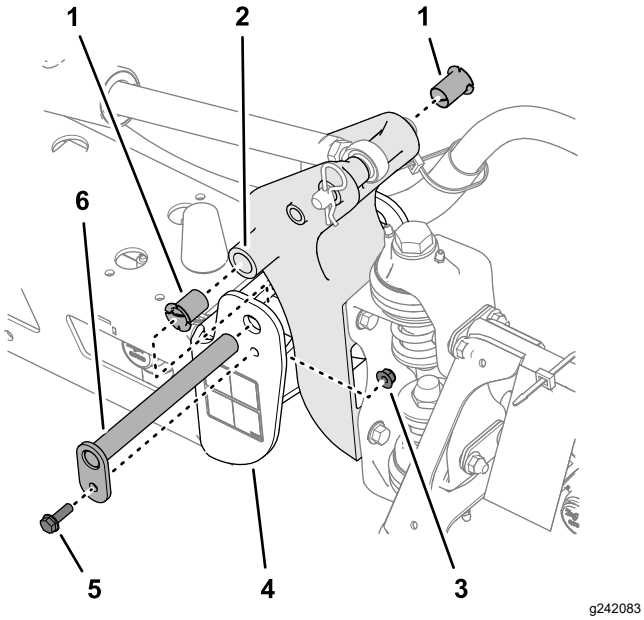

Figura 120
3. Retire el perno y la tuerca que sujetan el pasador de giro y retire el pasador (Figura 120).
5. Retire los casquillos de nailon desde delante y desde detrás del soporte de giro e inspecciónelos (Figura 120).
6. Lubrique los casquillos de nylon con una pequeña cantidad de aceite, e instale los casquillos en el soporte del giro (Figura 120).
7. Alinee los taladros del soporte de giro con los los taladros del canal final (Figura 120).